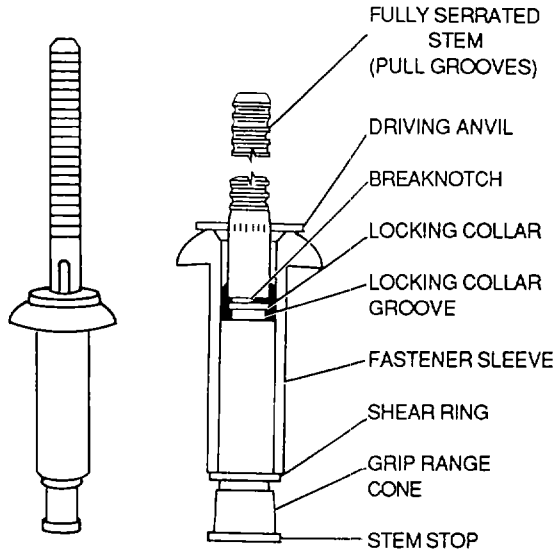

Figure 2-55. CherryMAX Rivet
(1) *CherryMAX rivets* These rivets, as shown in figure 2-55, are installed by one operator using a special gun which exerts a pulling force to form a head on the blind side of the rivet. The CherryMAX rivet can be used for all repair of Army aircraft involving the use and application of blind rivets The CherryMAX rivet should not be used to replace solid rivets unless absolutely necessary. Properly installed CherryMAX rivets may be used to replace both 2117-T4 and 2017T4 solid rivets size for size Shank and grip lengths of CherryMAX rivets are designed by dash numbers following the series number. CherryMAX rivets are qualified to MIL-R007885C or rivet identification Refer to tables 2-10 and 2-11.